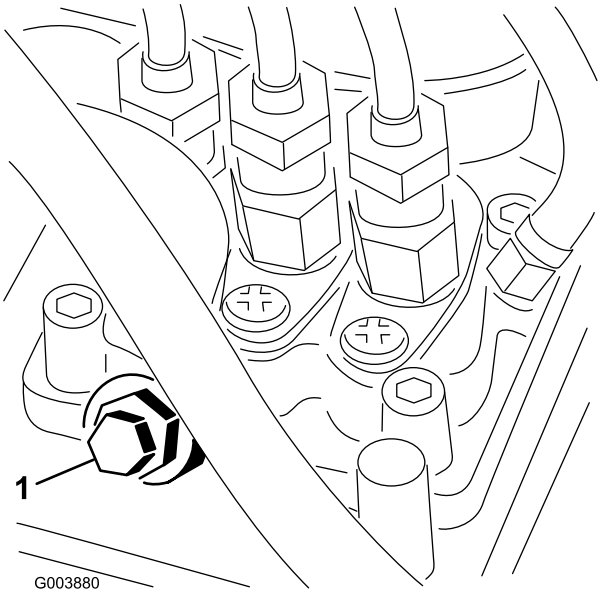

**Figur 21**
3. Öppna avluftarskruven på insprutningspumpen (Figur 21).